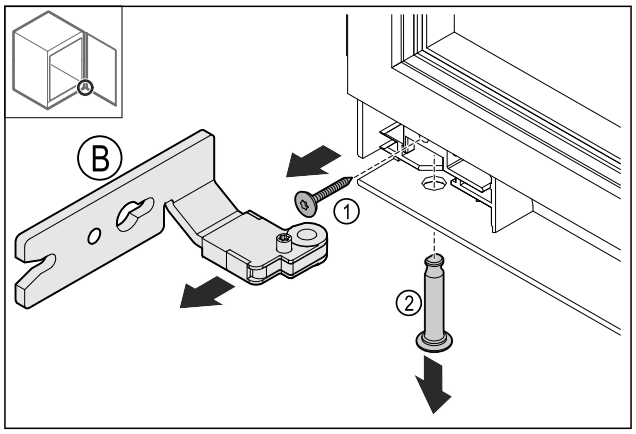

Fig. 16
- ▶ Retirar el tornillo *Fig. 16 (1)*.
- ▶ Retirar el perno *Fig. 16 (2)*.
- ▶ Retirar la bisagra *Fig. 16 (B)*.